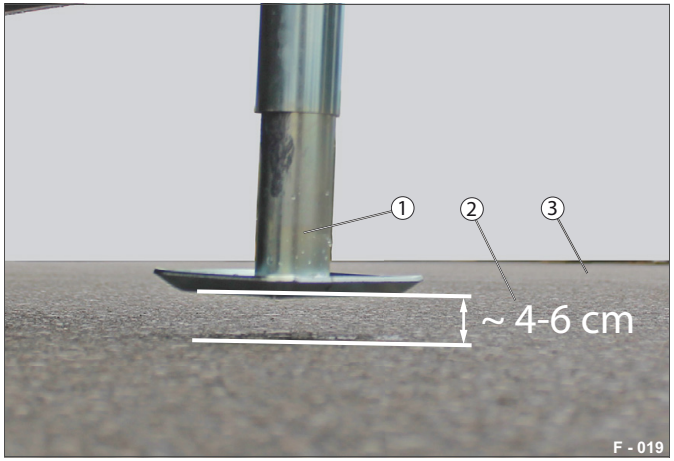

Abb. 22 Vzduchová mezera při nakládce
▶ Snižte podpěry tak, aby mezi podkladem (Abb. 22/3) a podpěrnou patkou (Abb. 22/1) zůstala vzduchová mezera (Abb. 22/2) **~ 4–6 cm**.